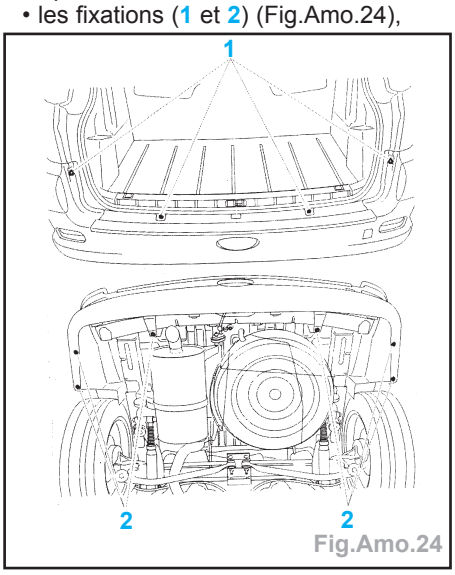

Fig.Amo.24
- les fixations (1 et 2) (Fig.Amo.24),